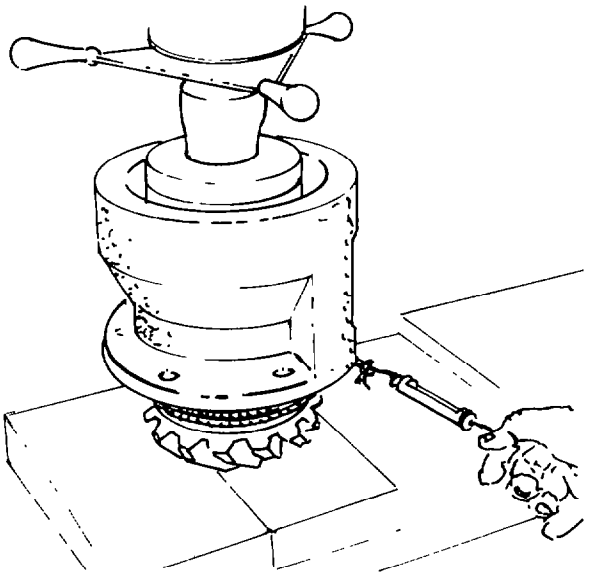

Fig. 307 — Checking Bearing Pre-loading
i. Using the hydraulic press, apply 15 450 kg (34 000 lb) pressure to the outer cam. Wrap a cord several times around the bevel pinion housing at the pilot area, then attach a suitable spring scale to the end of the cord. Pull on the scale with a slow and steady pull until the housing rotates. The correct load on the scale to keep the housing turning slowly and evenly is 1.3 – 2.72 kg (3 – 6 lb). If the reading on the scale is not within the correct range, replace the spacers with thicker or thinner spacers as necessary to obtain the correct bearing preload (see fig. 307).